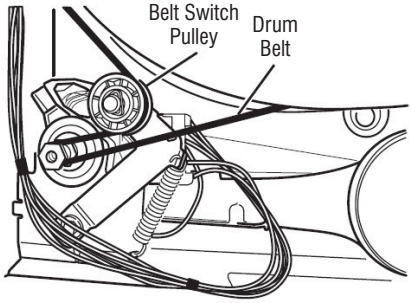

Figure 8 - Slowly remove drum belt.
7. Check the drive motor and belt switch. Slowly remove the drum belt from the spring-loaded belt switch pulley, gently letting the belt switch pulley down. See Figure 8.